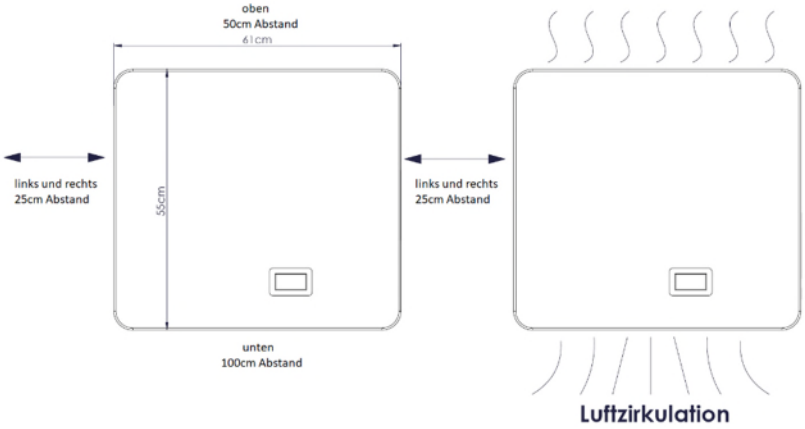

Abb. 6: Mindestabstände um das Gerät
7. Die Wandhalterung von der Rückseite des Gerätes entfernen dazu die Sicherungsschrauben gemäß Abb. 6 lösen und entfernen [T_TX20/ 1,5Nm].